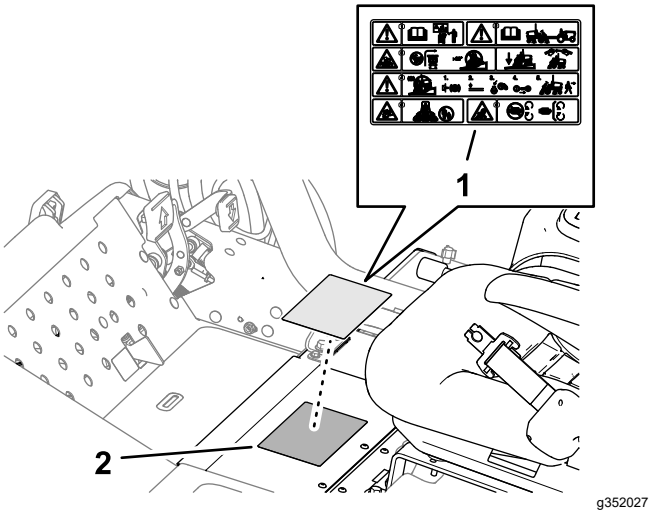

Figur 23
1. Tør standardadvarselsmærkaten af med sprit, og lad stellet tørre (Figur 23).
2. Fjern bagsiden, og påfør CE-advarselsmærkaten (delnr. 121-7928) over standardadvarselsmærkaten som vist i Figur 23.